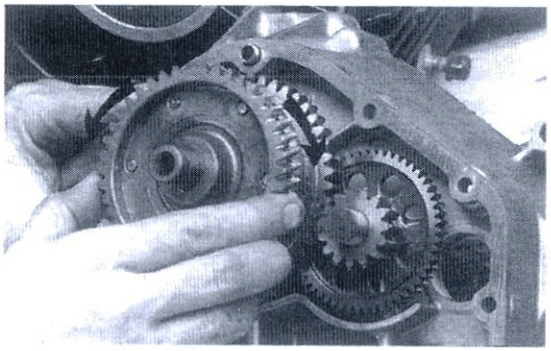
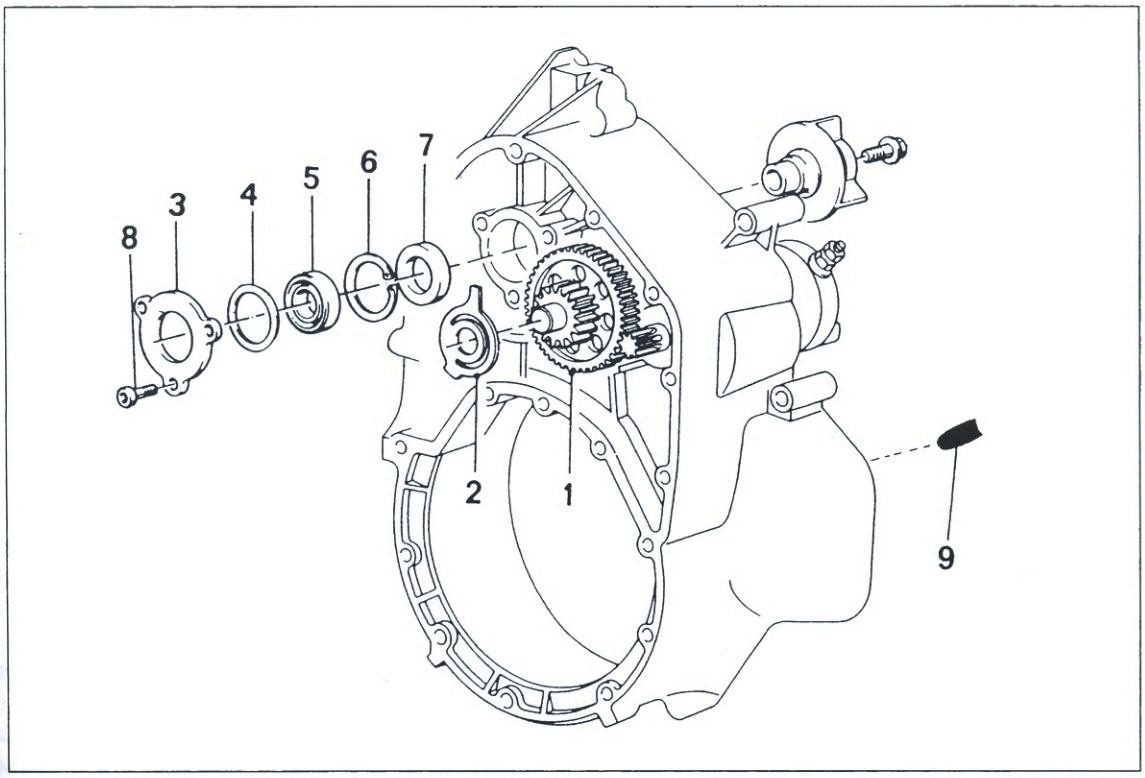
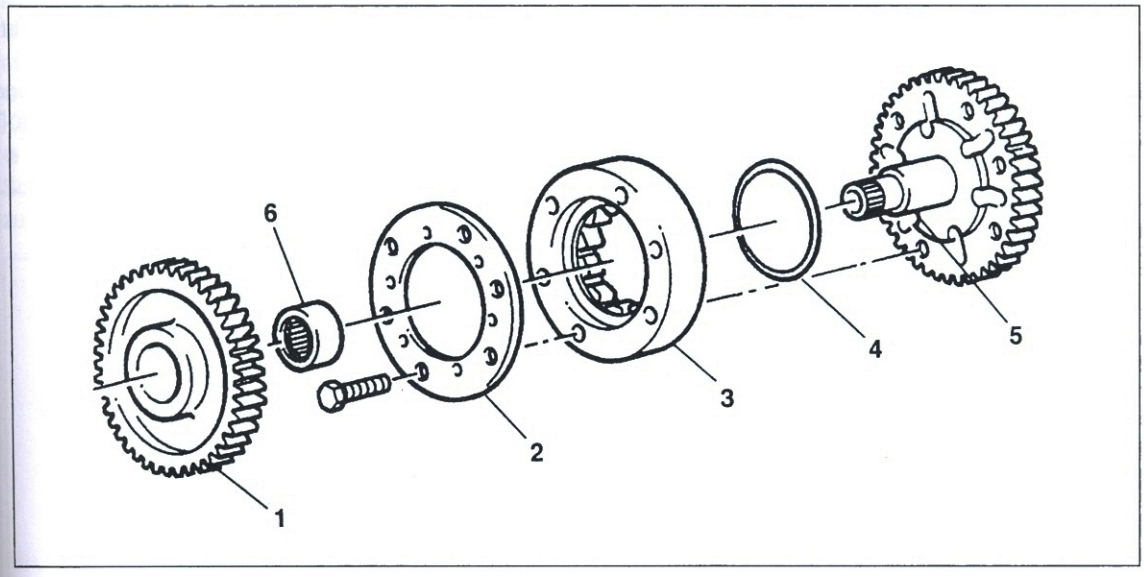
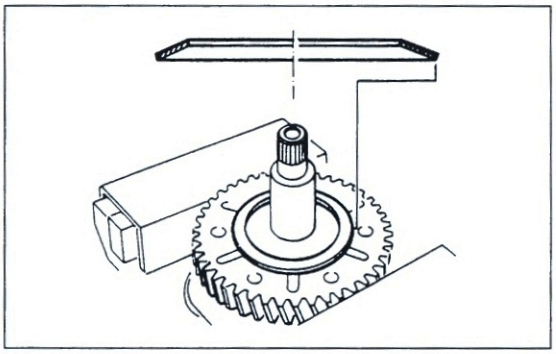

Bild 180
Bild 181
Bild 182
Bild 185
- Starterfreilauf von Hand abnehmen (Bild 180).
- Starterzwischenrad ① Bild 181 mit Federblech ② abnehmen.
- Lagerschild ③ und Tellerfeder ④ abnehmen.
- Falls defekt, Kugellager entweder mit Innenausziehер herausziehen oder nach Abnehmen des Seegerings ⑥ mit passender Nuss herausschlagen. Lager nicht verkanten, damit Lagersitz nicht aufgeweitet wird.
- **Starterfreilauf zerlegen:** Freilaufzahnrad ① Bild 182 von Nebenwelle ⑤ abziehen.
- Nebenwelle mit Schutzbacken in Schraubstock einspannen (glatte Seite nach unten). Abdeckblech ② ausbauen, Freilaufkäfig ③ abziehen und Tellerfeder ④ herausnehmen.
- Ausbau der Nadellager ⑥ aus Freilaufzahnrad ist mit handelsüblichem Innenausziehер möglich (Lagersitz auf 100°C erwärmen). Der schonende Einbau sollte mit genau passenden Dorn (Durchmesser 21 mm mit Führungszapfen Durchmesser 15,95 mm) durchgeführt werden.
- Freilauf muss gegen Uhrzeigersinn sperren, im Uhrzeigersinn frei laufen (Pfeile in Bild 180).
- **Starterfreilauf zusammenbauen (Bild 182):**
- Tellerfeder ④ Bild 182 wie in Bild 185 gezeigt auflegen (Innendurchmesser nach oben).
- Freilaufkörper geölt in Freilaufkäfig ③ einsetzen.
- **Lager für Generator-Mitnehmer einbauen:** Seegerring ⑥ Bild 181 einsetzen, Zwischenflansch am Lagersitz auf 120° C erwärmen und Lager bis zum Seegerring eindrücken.
- Wellendichtring ⑦ Bild 181 mit Daumen vorformen und trocken mit passendem Dorn einschlagen.